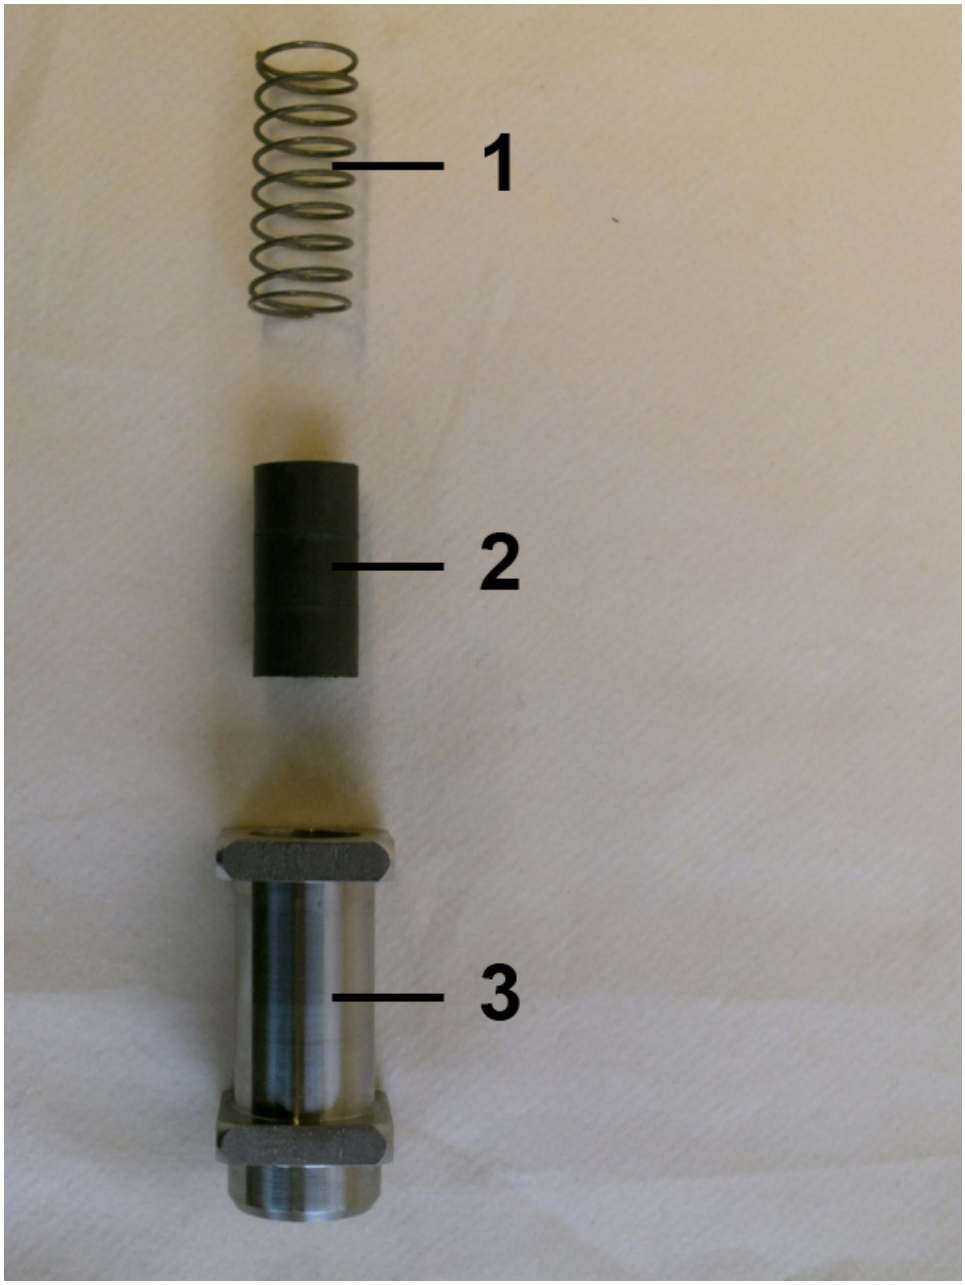

Fig. 50: Inner parts
3. Insert spring (*Fig. 50*/1) with magnets (*Fig. 50*/2) into the float (*Fig. 50*/3), ensuring proper magnetic pole orientation (north pole toward device outlet).